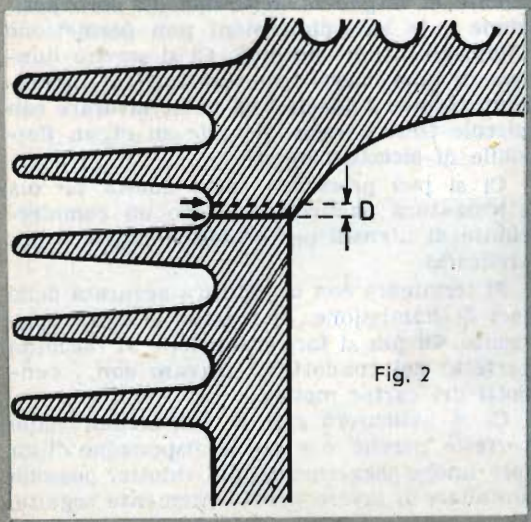

Fig. 2
2) Con la tornitura dell'estremità superiore del cilindro. In questo modo si abbassa la culatta senza diminuirne il diametro interno (fig. 2).